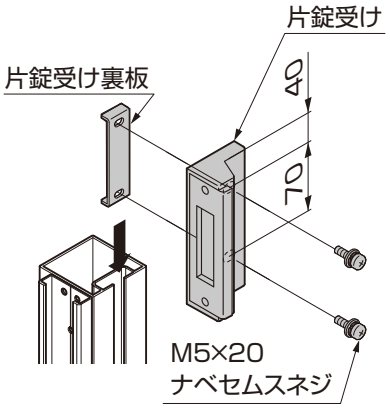

図10-3
③面付けラッチ錠の取付説明書を参考に門扉に錠を取付けてください。
④片錠受けを取付けてください。（図10-3参照）
⑤受け門柱キャップと片開き面付けラッチ錠用スペーサーキャップの上側を受け門柱キャップを取付けていたネジと【5-1】で取付けてください。